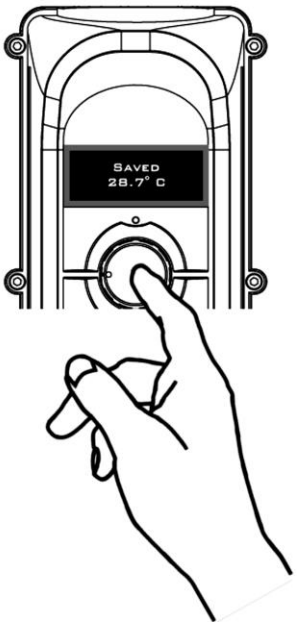

Рис. 11
Чтобы подтвердить выбранный параметр, нажмите кнопку регулятора (OK). На дисплее должно появиться сообщение «SAVED» для подтверждения изменений (см. Рис. 11).